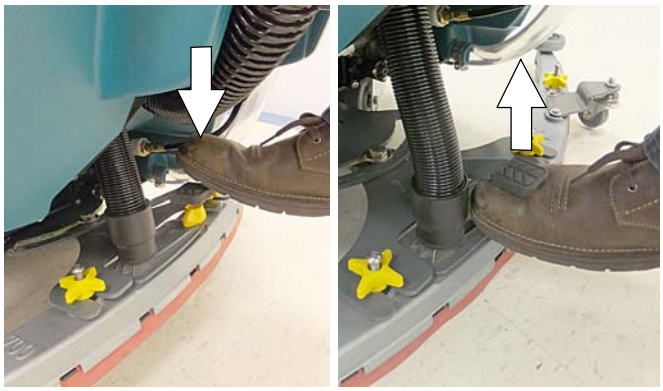

図　35
4. 図に示すように、フットパッドをつま先で踏んで、スクイージーアセンブリーを床に下げます（図35）。